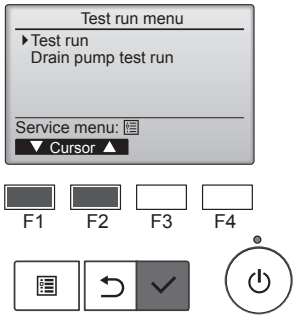

Fig. 7-2
② Vælg "Test run" (testkørsel) fra Test run menu (testkørselsmenu), og tryk på knappen [VÆLG]. (Fig. 7-2)
③ Testkørslen starter, og skærmen Test run (testkørsel) vises.